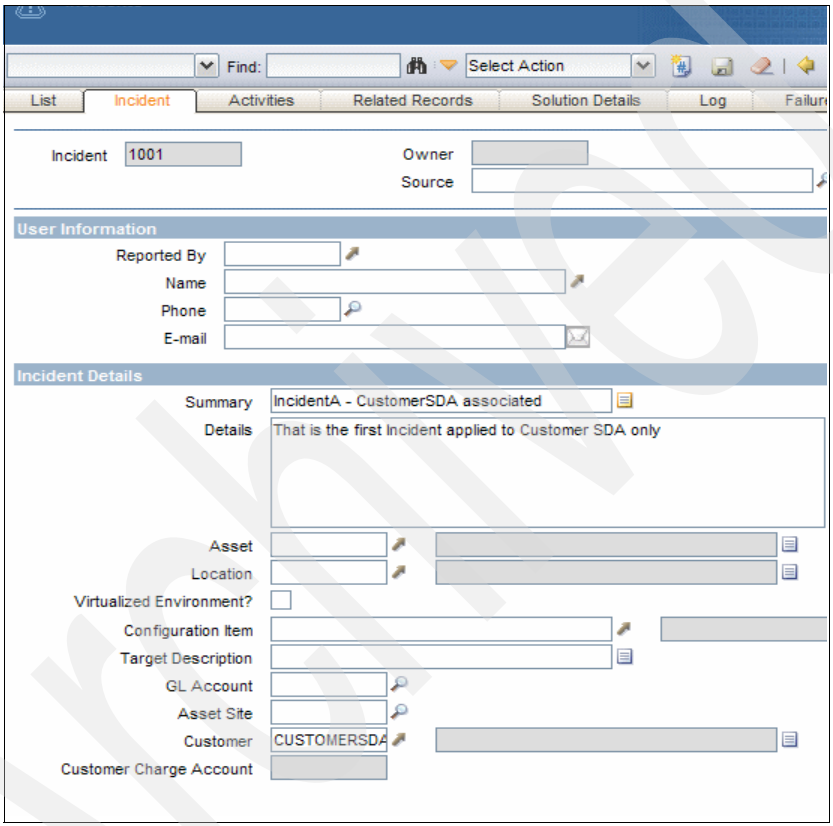

Figure 13-21 New Incident for CustomerSDA
6. In the Customer field, enter **CUSTOMERSDA**, and save it, as shown in Figure 13-21.